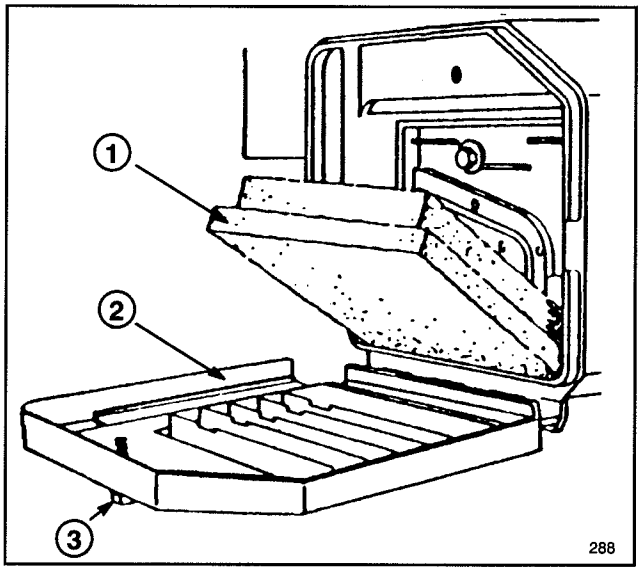

Figure 15
2. Dévisser le bouton de fixation jusqu'à ce que le couvercle puisse être retiré. Nettoyer le couvercle soigneusement (Fig. 15).
3. Si l'élément en mousse est encrassé, le retirer du boîtier de filtre à air (fig. 15) et le nettoyer soigneusement.